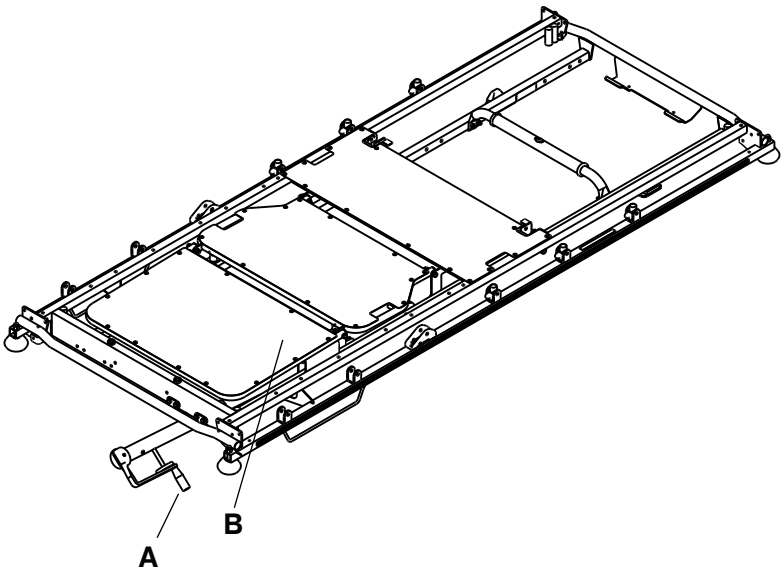

Afbeelding 6 – Knieknikgedeelte en kruk
Om het knieknikgedeelte (B) omhoog te zetten, draait u de kruk (A) rechtsom (Afbeelding 6).